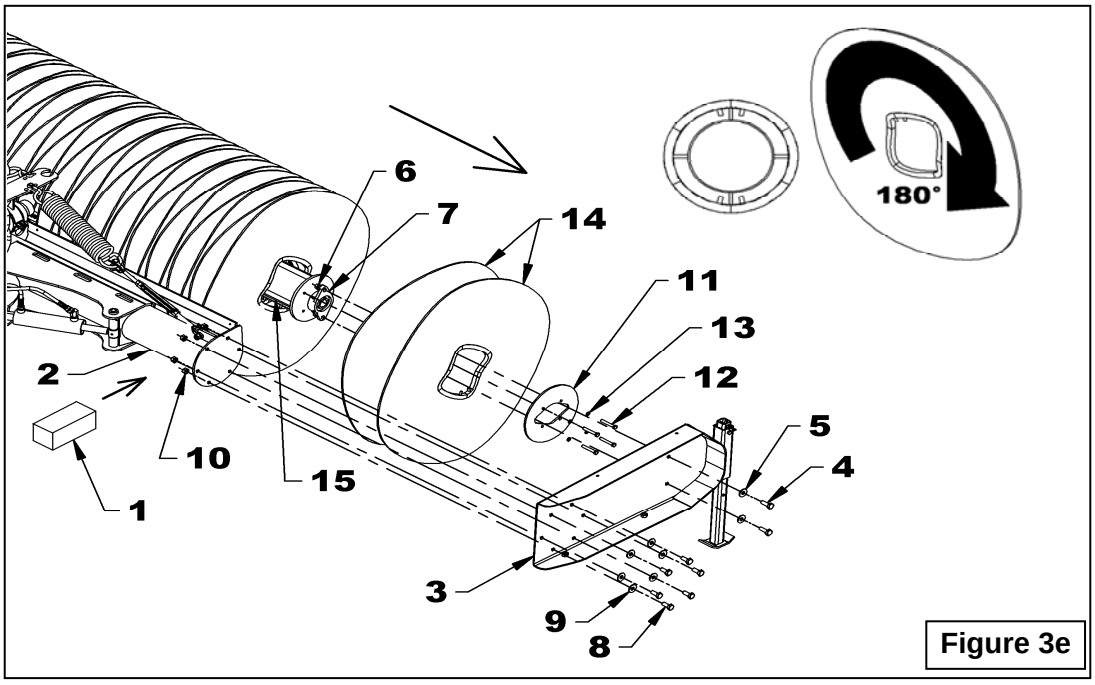

Figure 3e
6. **Figure 3e:** Placer un bloc de bois (item 1) sous le bâti du balai (item 2) en s'assurant que le bloc maintient le tube du bâti (item 2) parallèle au sol.
7. **Figure 3e:** Retirer les deux boulons, les rondelles plates (item 5) et les écrous (items 4-5-6) qui retiennent le palier à roulement (item 7) à la plaque latérale droite (item 3).
8. **Figure 3e:** Retirer la plaque latérale droite du balai (item 3) en retirant les six boulons, et les écrous (items 8-9-10).
9. **Figure 3e:** Retirer les quatre boulons, les rondelles de blocages (items 12-13) et la plaque de retenue (item 11). Retirer ensuite les brosses (item 14) du support de brosse (item 15)
10. **Figure 3e:** Nettoyer le support de brosses et procéder à une inspection visuelle pour déceler toute trace de dommage ou de fissure et réparer si nécessaire avant d'installer les nouvelles brosses.
11. **Figure 3e:** Glisser les nouvelles brosses sur le support de brosses en alignant les guides de chaque côté des tubes du support de brosses et en tournant chaque brosse de 180°.
12. **Figure 3e:** Secouer les brosses (item 14) avant de poser la plaque de retenue (item 11) afin de les compacter.
13. **Figure 3e:** Réinstaller la plaque de retenue (item 11) et fixer en place à l'aide des quatre boulons hex. 3/8"NC x 2 1/2" lg et les rondelles de blocages 3/8" (items 12-13). Il ne doit y avoir aucun écart entre les brosses une fois la plaque de retenue installée.
IMPORTANT Figure 3e: Avant de réinstaller la plaque latérale droite (item 3), assurez-vous que le tube du bâti (item 2) est bien parallèle avec le sol.
14. **Figure 3e:** Réinstaller la plaque latérale droite du balai (item 3) avec les six boulons hex. 1/2"NC x 1 1/4" lg, les rondelles plates 1/2" (item 9) et les écrous hex. à bride rainurée 1/2"NC (items 8-910).
15. **Figure 3e:** Réinstaller le palier à roulement (item 7) à la plaque latérale droite du balai (item 3) avec les deux boulons hex. 1/2"NC x 1 1/2"lg, les rondelles plates 1/2" et les écrous hex. à bride rainurée 1/2"NC (items 4-5-6).